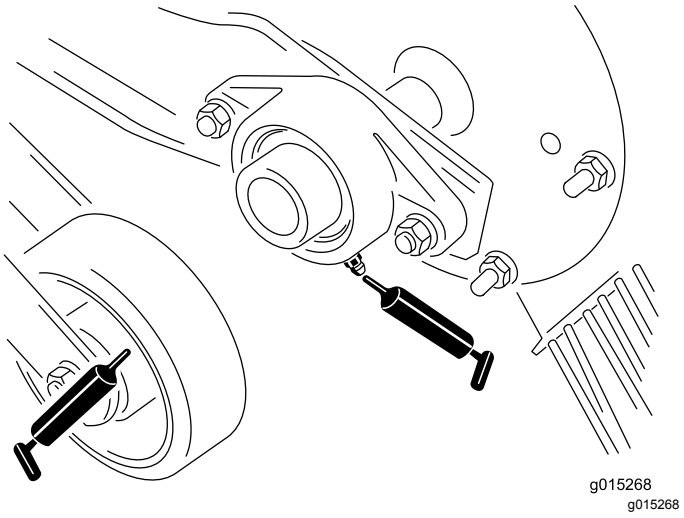
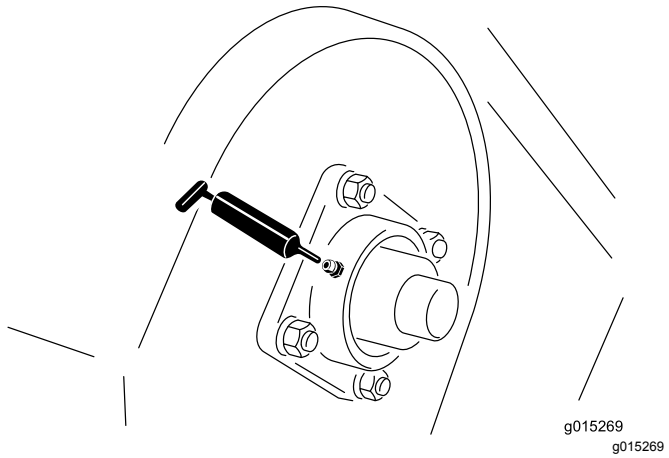
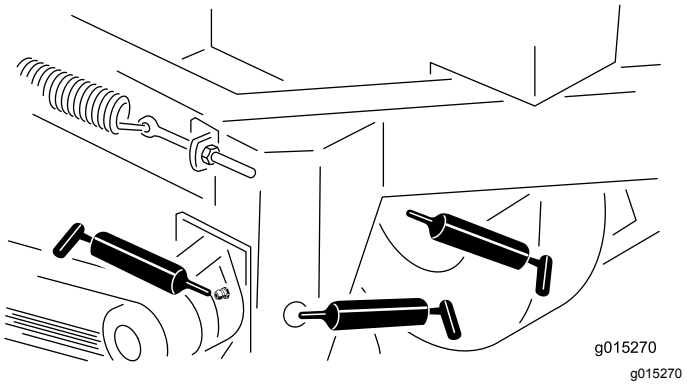

Figur 11
Figur 12
Figur 13
2. Pump fedt ind i lejet eller bøsningen (Figur 11, Figur 12 og Figur 13).